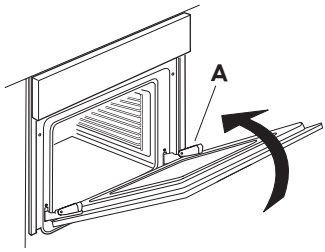

Fig. 2
3. Închideți uşa cât mai mult (A), ridicați-o (B) şi rotiți-o (C) până când se deblochează (D) (Fig. 2, 3, 4)